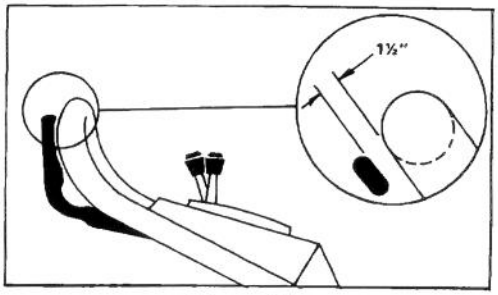

Figure 18
3. Lift control bar until some resistance is felt. Control bar should be 1½" from handle when properly adjusted (Fig. 18).